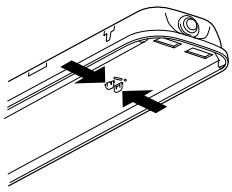

Figure 1
1. Disengage channel cover by squeezing retainer clips. **See Figure 1.**
1.Pincer les agrafes de retenue afin de déganer le couvercle de la toîle en U. **Voir la figure 1.**